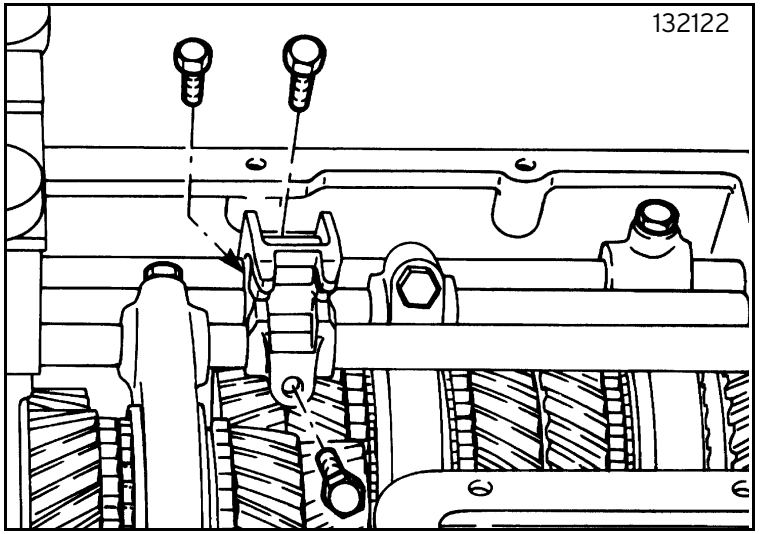

Fig. 22
- remove the three screws securing the ratchets and slacken the fork securing screws (figure 22);